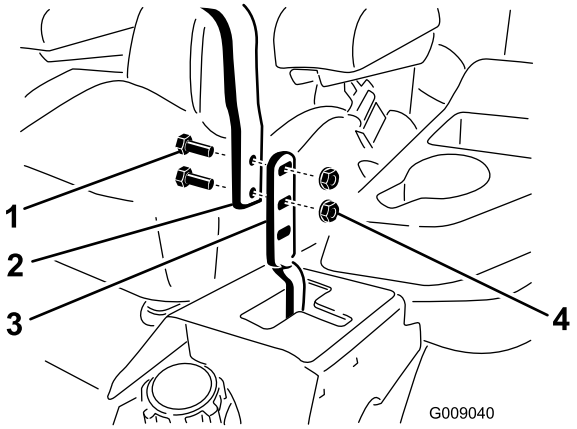

**Figure 76**
3. Desserrez les boulons et les écrous à embase situés dans les leviers (Figure 76).